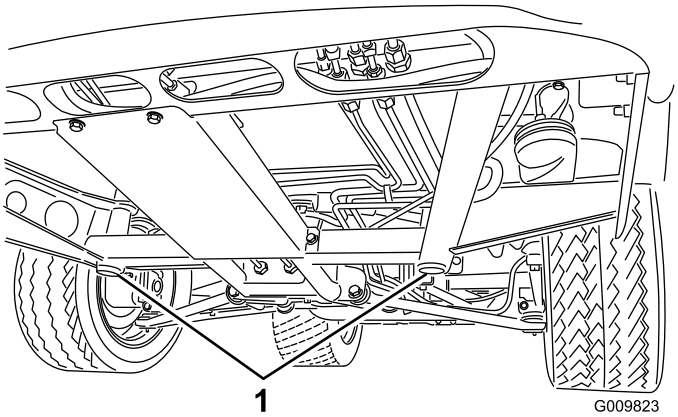
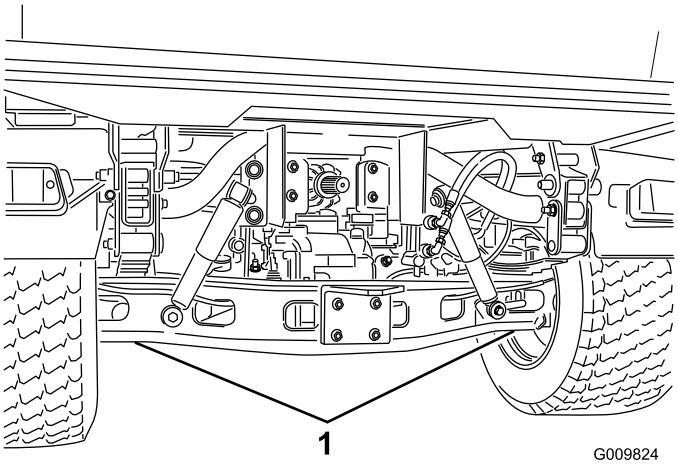

**Figur 35**
**Figur 36**
- Domkraftspunkten framtill på maskinen sitter under den främre centrumramen (Figur 35) och baktill sitter den under axeln (Figur 36).